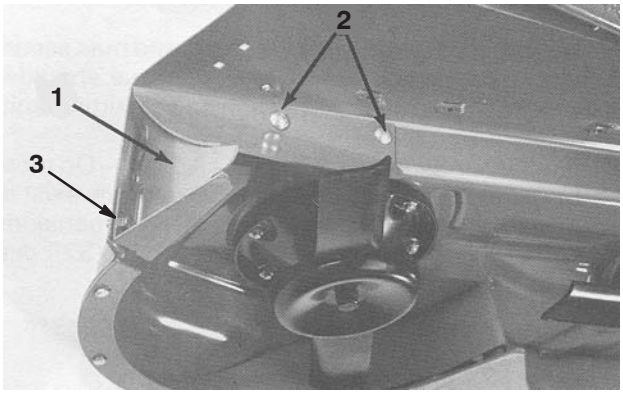

Figure 9
5. Using baffle as a template, mark and drill (3) 3/8” dia. holes thru deck.
6. Secure baffle to deck with (2) 5/16 – 18 x 3/4” lg. carriage bolts, (1) 5/16 – 18 x 7/8” lg. capscrew and (3) locknuts.
7. Align rear baffle with corner of discharge opening (Fig. 9).
11. Using center baffle as a template, mark and drill (2) 9/32” dia. holes through center of curved edge of deck (Fig. 9).